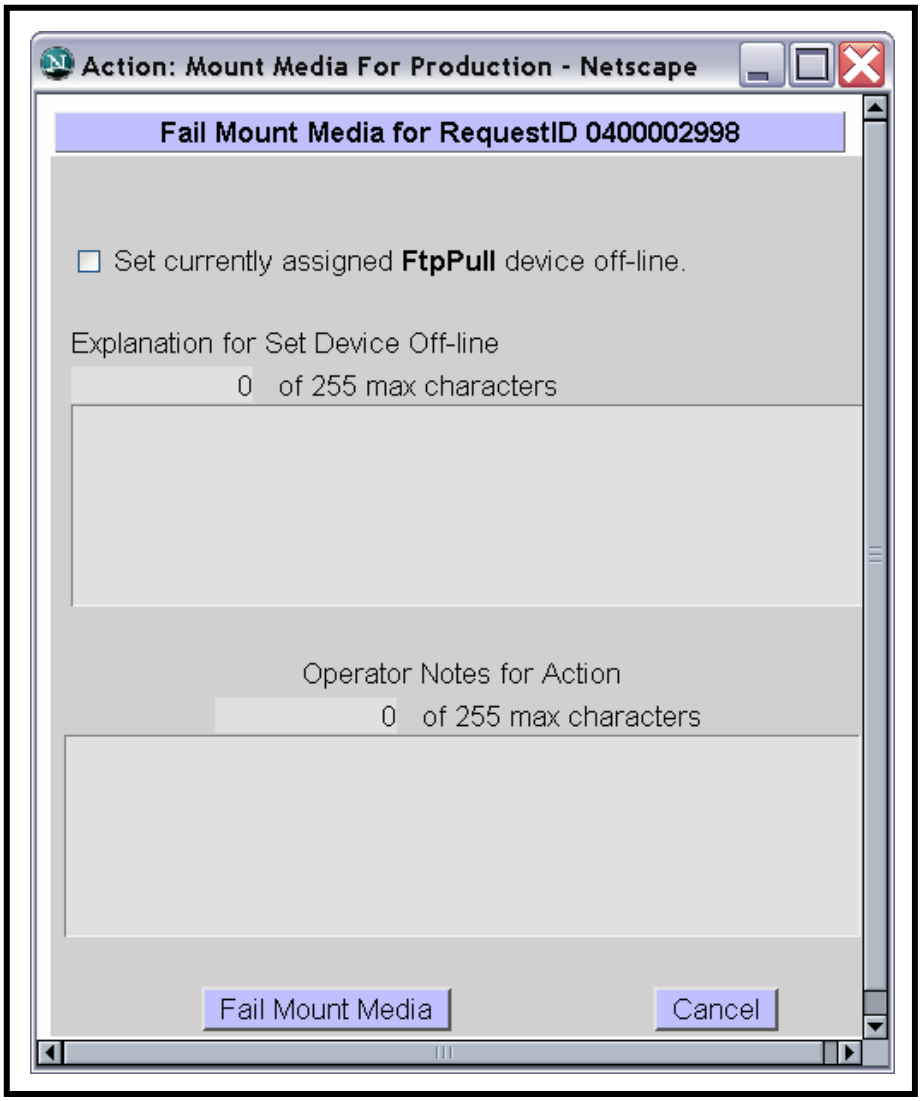

Figure 91. Fail Mount Media Page
The **Fail Mount Media** page (Figure 91) provides the full-capability operator with a means of failing mount media and (optionally) to take the device off line. In addition, the full-capability operator has the option of annotating the action.
- A **Fail Mount Media** dialogue box (Figure 91) is displayed.